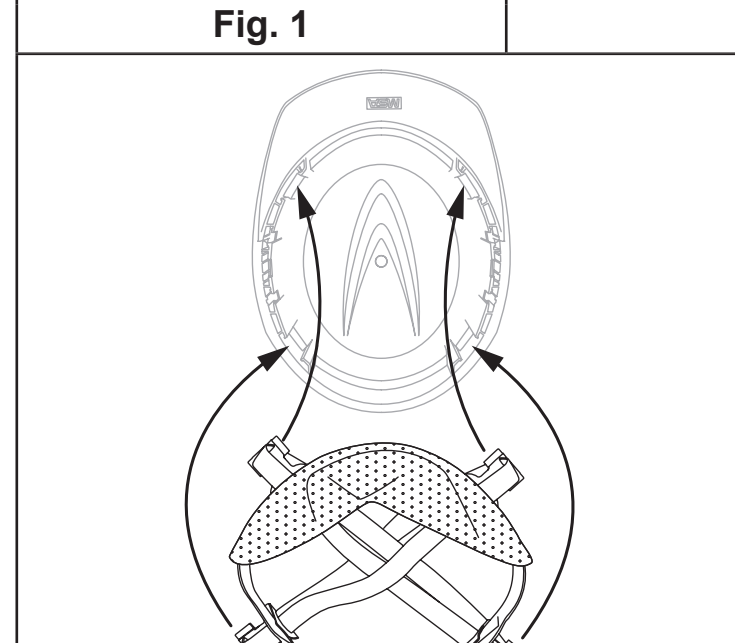

Fig. 3
1. Assemble harness to the helmet shell as shown in Fig. 3 to 4 (Push-Key) or 7 to 8 (Fas-Trac III).
1. Das Einsetzen der Innenausstattung in die Helmschale erfolgt gemäß Abb. 3 bis 4 ("Push-Key") oder 7 bis 8 ("Fas-Trac III").